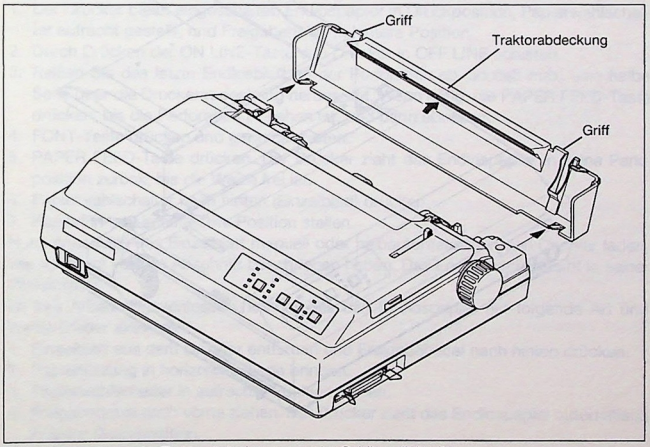

**Abb. 2.4** Abnehmen der Traktorabdeckungen an der Gehäuserückseite.
5. Entfernen Sie die Traktorabdeckung. Drücken Sie die seitlichen Griffe nach hinten und ziehen Sie die Abdeckung ab; siehe Abb. 2.4.